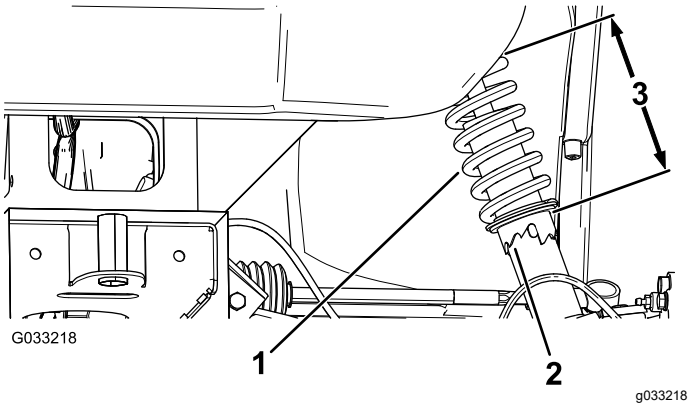

Figur 55
2. Hvis hjulets cambervinkling ikke er riktig, roteres kragen på støtdemperen med en skiftenøkkel til hjulet er justert (Figur 55).